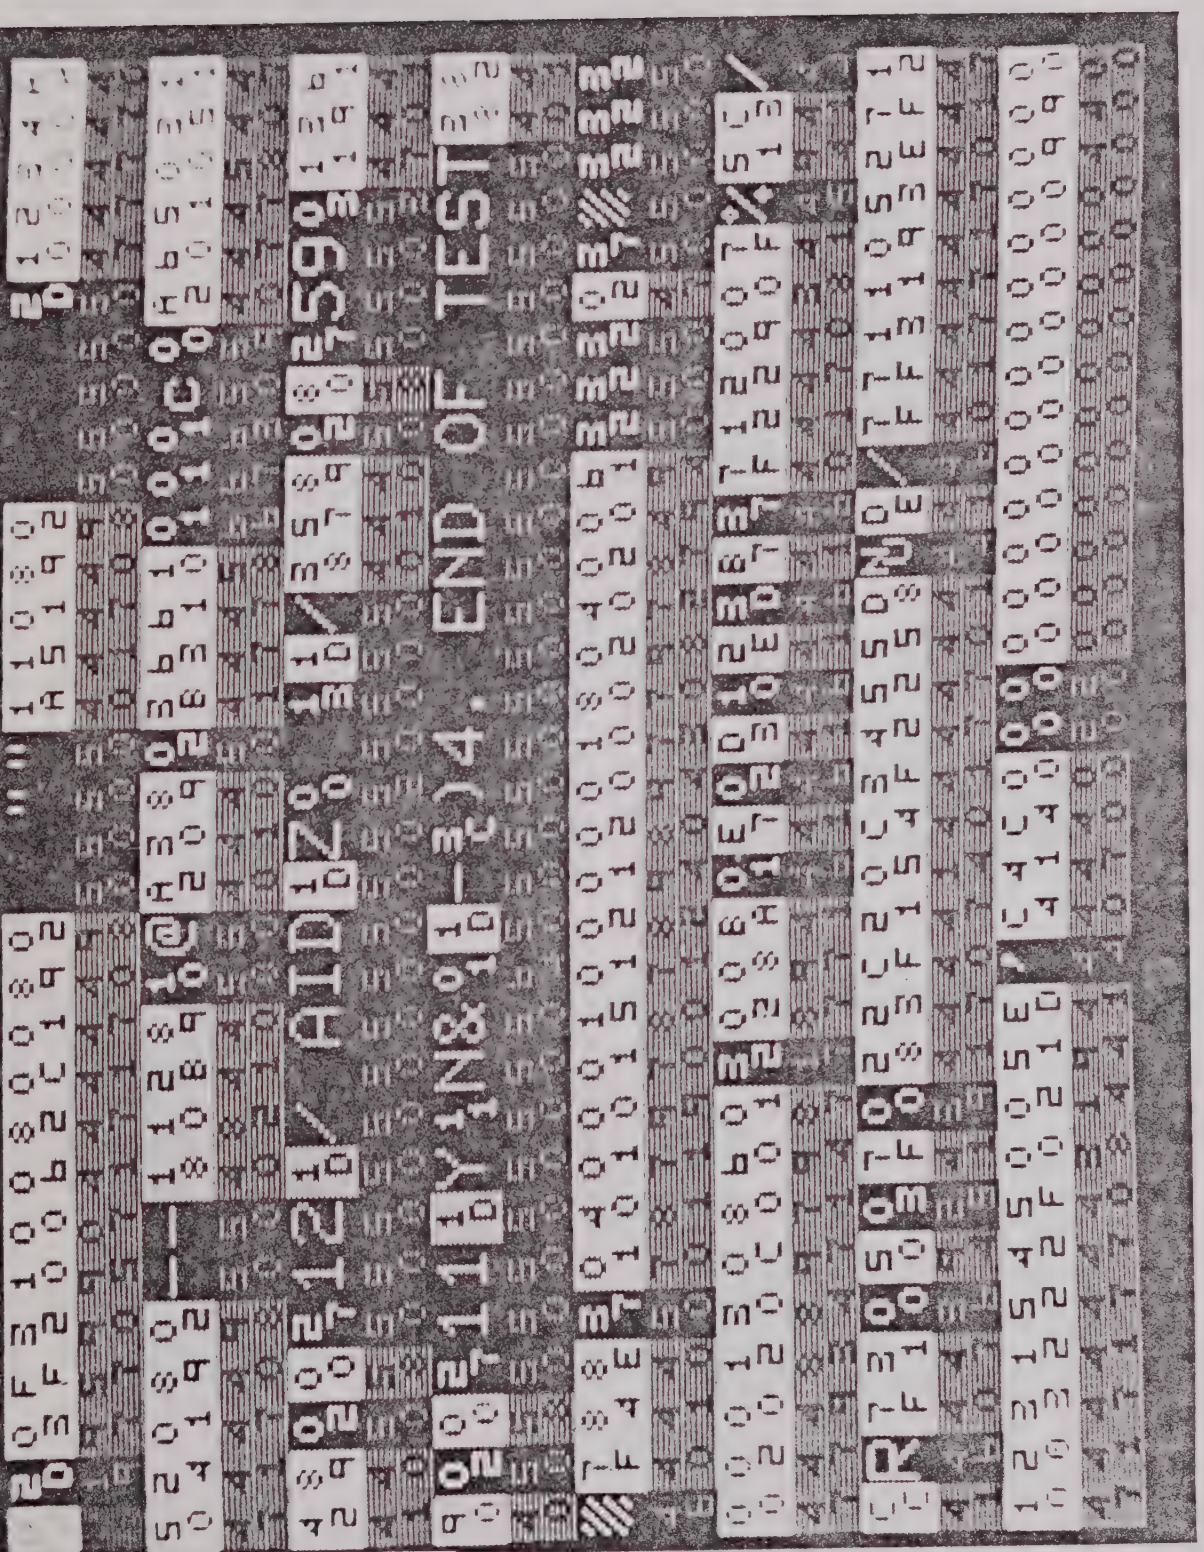

Figure 2-13. Program Listing on INTERVIEW with Control Characters in Hexadecimal.
b. The top and odd lines contain the data and the low-intensity, even lines show the corresponding functions. Step 01 contains Data 2D and Function 19 (see Figure 2-13).
f. All control characters can be easily accentuated by operating the "control characters = HEX" toggle on the INTERVIEW. Figure 2-13 shows control characters in hexadecimal. Note that SY (SYNC) and GS in Figure 2-12 changed to 32 and 1D in Figure 2-13.